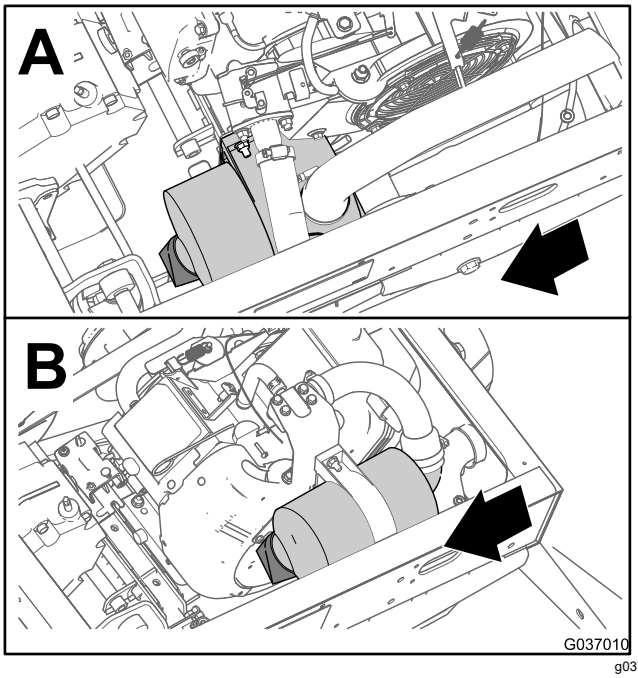
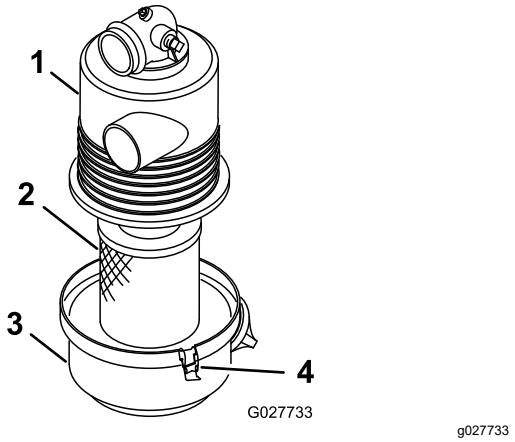

Figur 36
Figur 37
2. Kontroller luftfilterhuset for skader, som kan medføre en luftlækage (Figur 36 og Figur 37).
3. Åbn låsene, der fastgør luftfilterdækslet til luftfilterhuset (Figur 37).
4. Tag luftfilterdækslet af luftfilterhuset, og rengør den indvendige side af dækslet (Figur 37).
3. Sæt luftfilterindsatsen ind i luftfilterhuset (Figur 37).
4. Ret luftfilterdækslet ind efter luftfilterhuset (Figur 37).
5. Fastgør dækslet på huset med låsene (Figur 37).